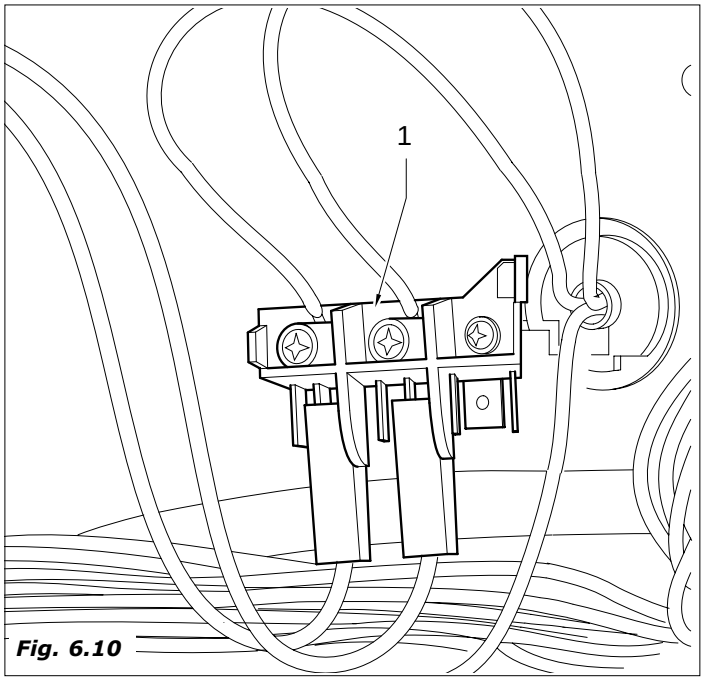
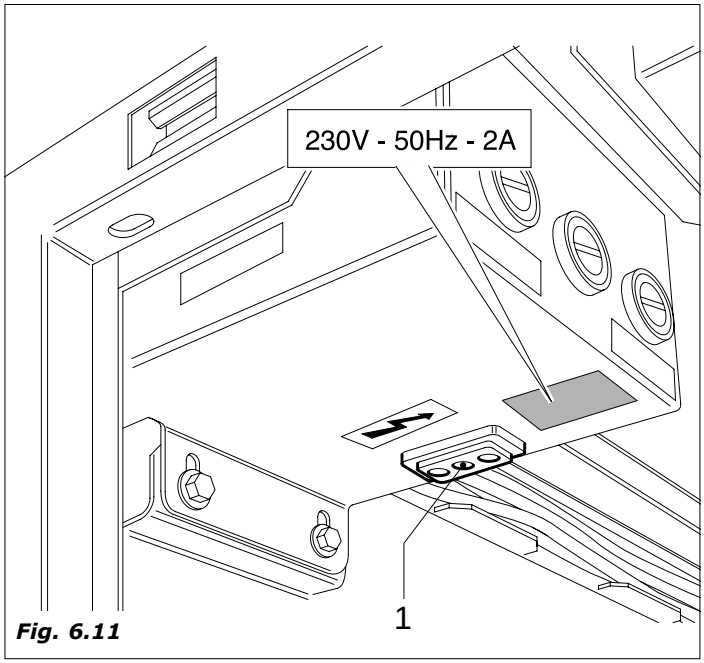

Fig. 6.10
Fig. 6.11
Ficam sob tensão, a morseta do cabo de alimentação (Fig.6.10-pos.1) e a tomada de serviço no interno do distribuidor automático (Fig.6.11-pos.1).